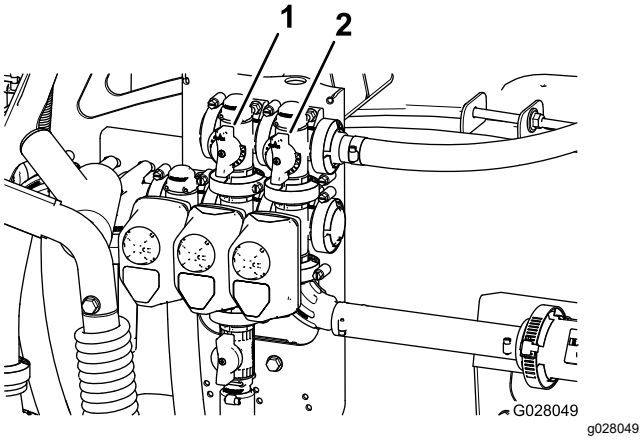

Figur 23
11. Indstil omrøringsomløbsventilen (Figur 23) på bagsiden af omrøringsventilen, indtil trykmåleren står på 6,9 bar.
9. Juster grebet til hovedsektionens omløbsventil for at styre omrøringen i tanken (Figur 23).